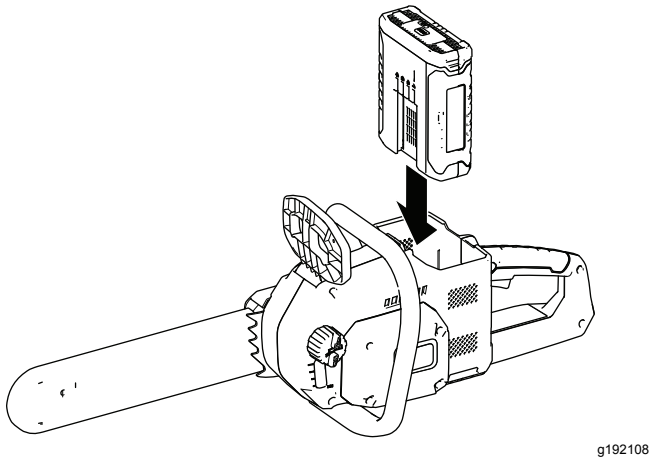

Figura 25
2. Alinee la lengüeta de la batería con el hueco correspondiente de la motosierra (Figura 25).